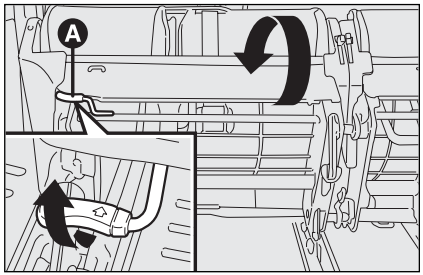

fig. 26 F0P0025m
– lift lever **A-fig. 26** and fold the seat;